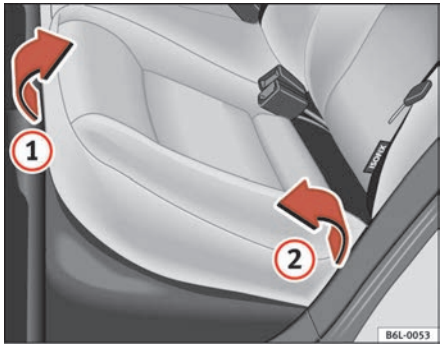
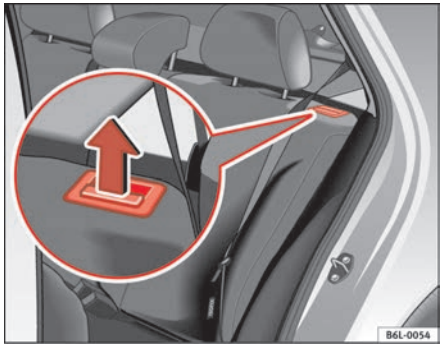

Fig. 70 Folding up the rear seat cushion
Fig. 71 Button for unlocking the rear backrest
– Pull the front edge of the seat cushion ⇒ fig. 70 (1) upwards in the direction of the arrow.
– Lift the cushion (2) forwards in the direction of the arrow.
– Pull the release button ⇒ fig. 71 in the direction of the arrow and fold the backrest forwards